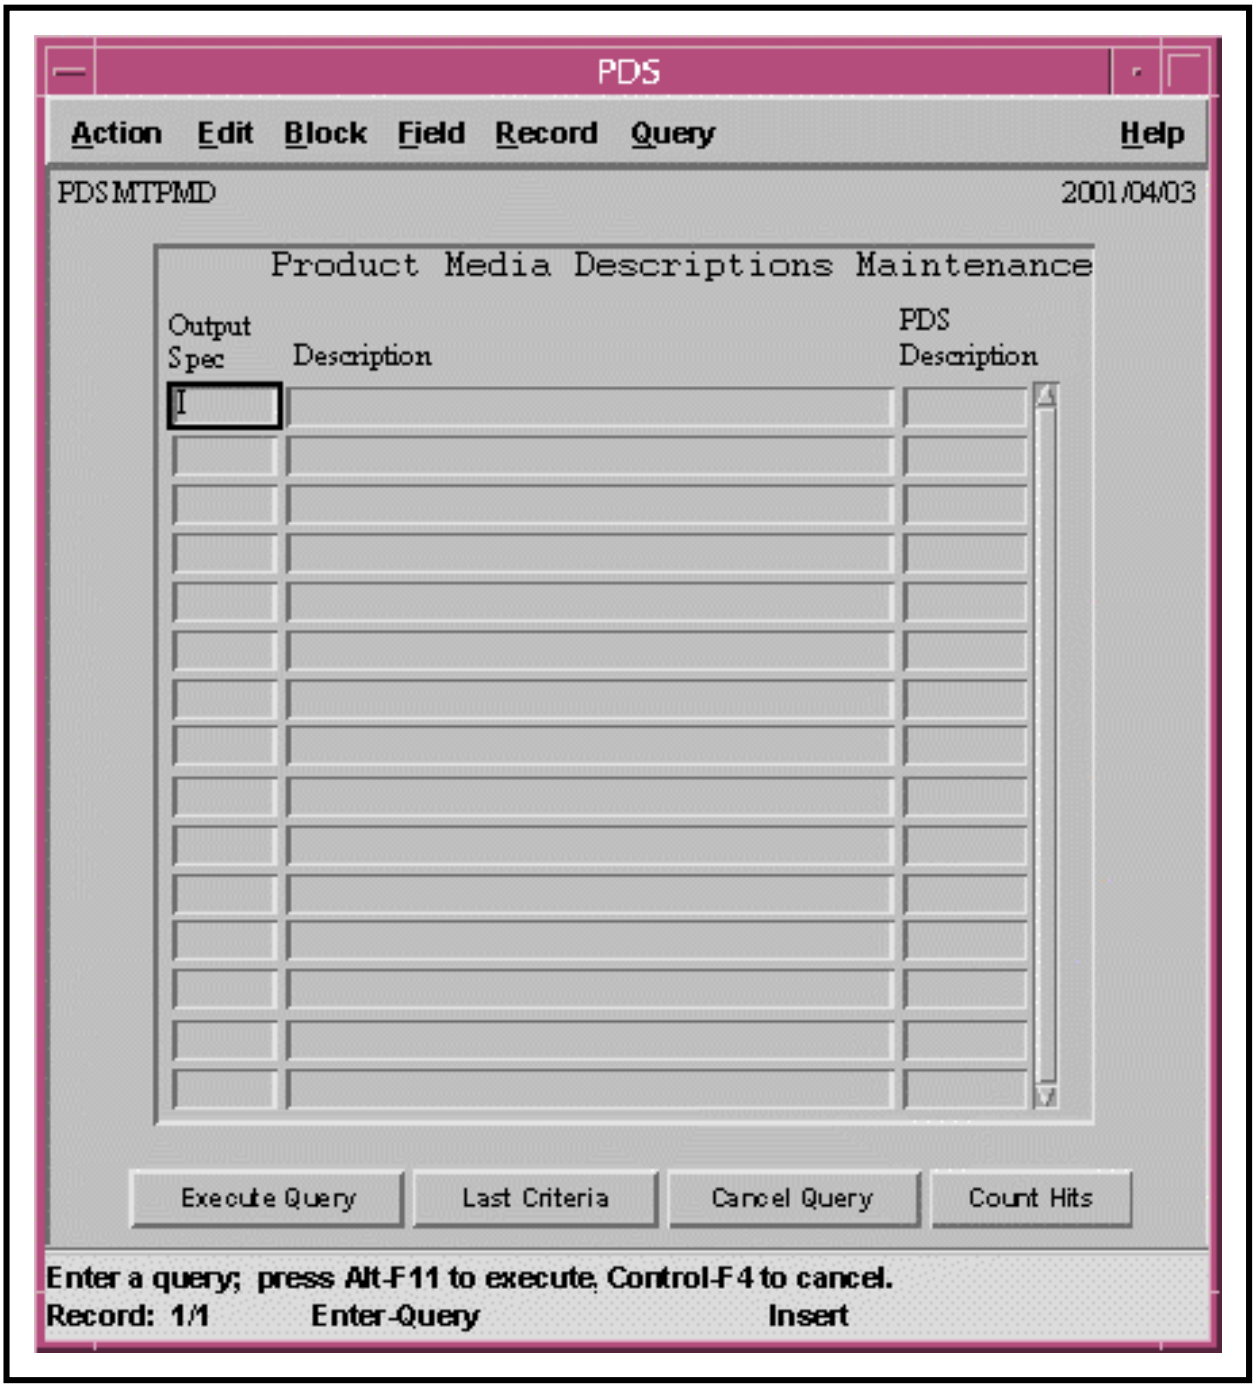

Figure 116. Product Media Descriptions Maintenance Form (PDSMTPMD)
- The **Product Media Descriptions Maintenance Form (PDSMTPMD)** (Figure 116) is displayed.